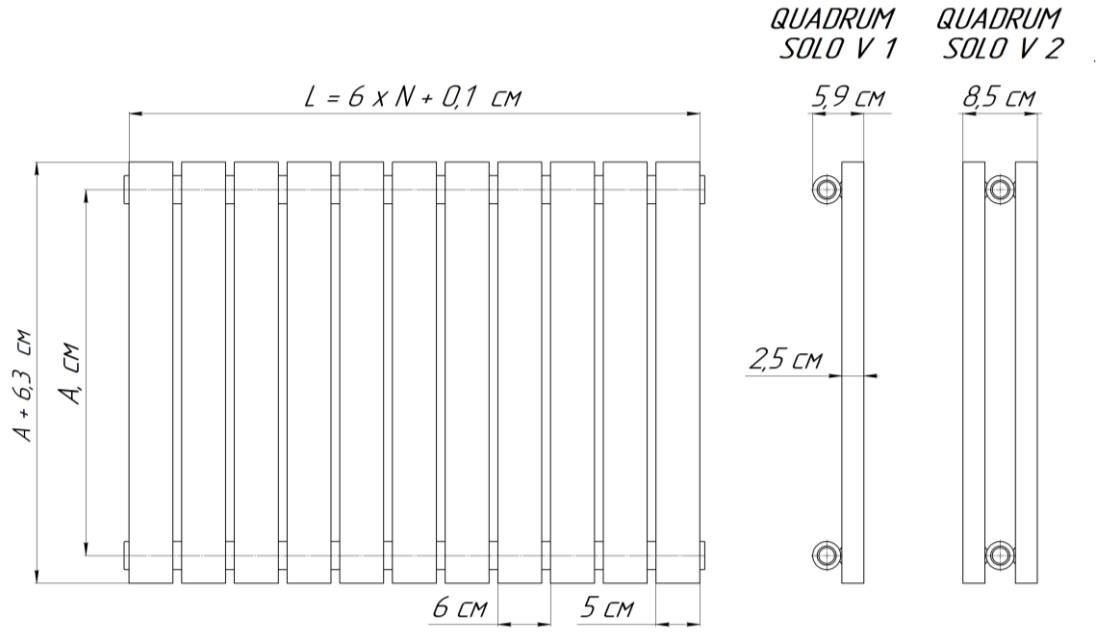

Рис. 1 Радиатор «QUADRUM SOLO V», где: A – межцентровой размер; N – количество секций; L – габаритная длина.
2.1. Основные размеры и параметры радиаторов приведены на Рис.1 и в Таблице №1.